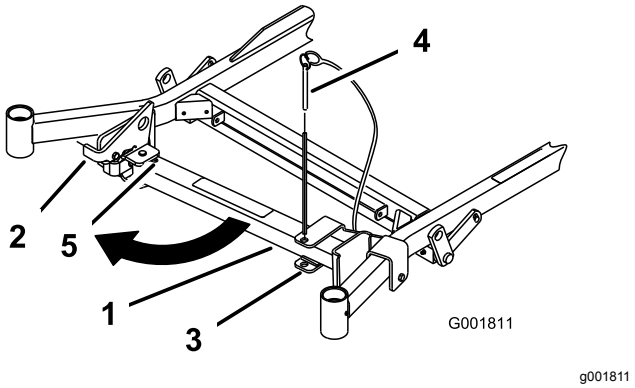
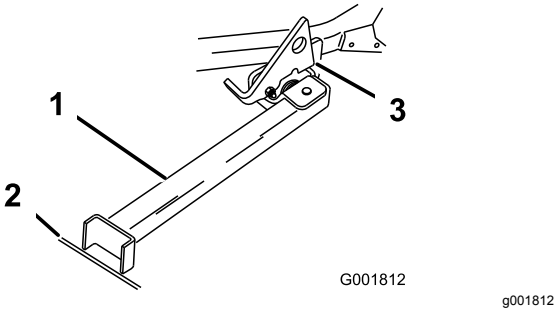

Bild 36
Bild 37
2. Nehmen Sie den Halterungsstift ab (Bild 36).
4. Drehen Sie den Ständerfuß nach vorne heraus und schieben ihn zur Maschine hin in den unteren Schlitz (Bild 36 und Bild 37).
5. Stellen Sie den Fuß auf den Boden und lassen Sie den Riegel auf der Drehzapfennase aufliegen (Bild 37).
Hinweis: Stellen Sie den Ständerfuß am besten in Risse auf Gehwegen oder in der Grünfläche (Bild 37).
7. Fahren Sie die Maschine auf den Ständer. Halten Sie an, wenn der Riegel über der Nase in die arretierte Stellung einrastet (Bild 37).
5. Stellen Sie den Ständer wieder in die Ruhestellung (Bild 36).